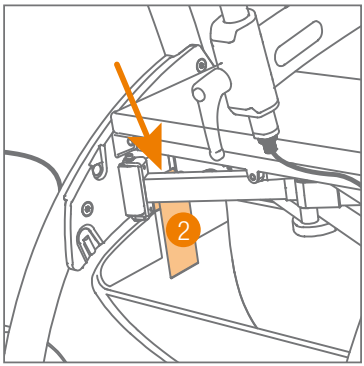

Figure 4 : Fixation des bandes Velcro.
d. Enfilez une des bandes larges à travers le renfoncement de la plaque latérale en plastique, de l'extérieur vers l'intérieur. Sécurisez la boucle avec le velcro à l'intérieur du sac. Faites la même chose de l'autre côté **(Figure 4)**.